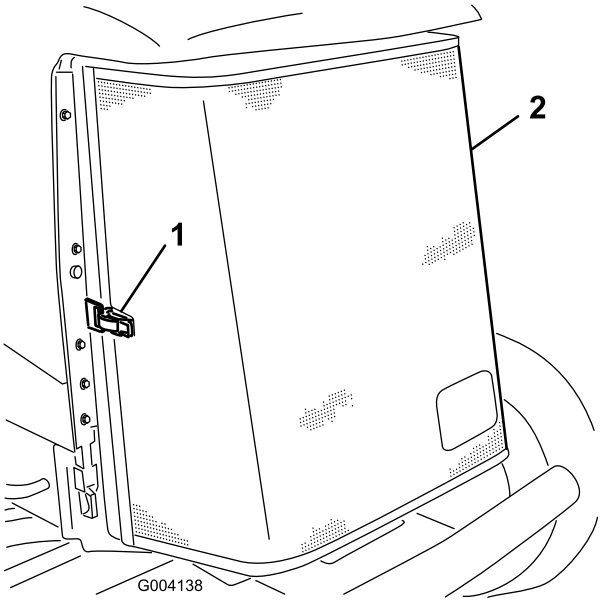

Figuur 66
3. Maak de sluiting los en draai het achterscherm open (Figuur 66).